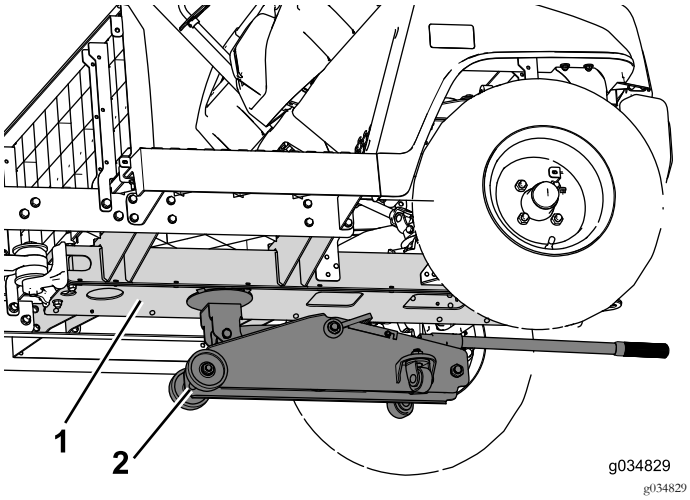

Figure 63
2. Utilisez un cric sous le profilé central pour soutenir l'avant de la machine (Figure 63).